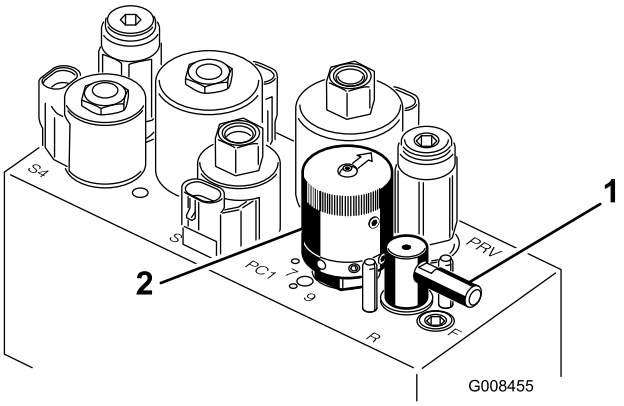

**Figur 49**
5. Drej baglapningsgrebet til positionen "R" (Figur 49).
6. Drej hastighedsregulatoren til knivcylindre til indstillingen 1 (Figur 49).